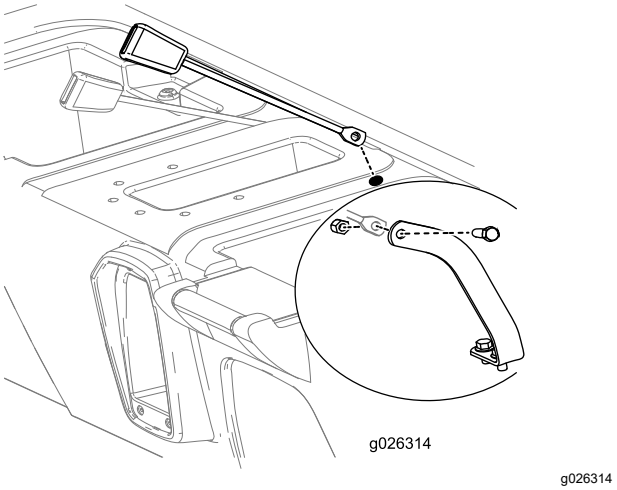

Figur 11
7. Sätt i den mottagande änden av säkerhetsbältets låsmontering i ett av de nyborrade hålen på sätessockeln (Figur 11).
8. Lyft den bakre delen av sätessockeln för att komma åt och montera den mottagande änden av säkerhetsbältsmonteringen vid säkerhetsbältesförankringen med en skruv (7/16 tum) och en låsmutter (7/16 tum) enligt Figur 11.